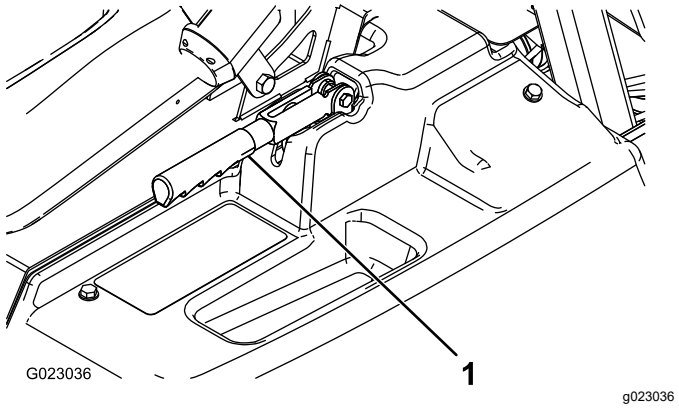

**Figura 54**
2. Afrouxe o parafuso de ajuste que prende o botão à alavanca do freio de mão (Figura 54).